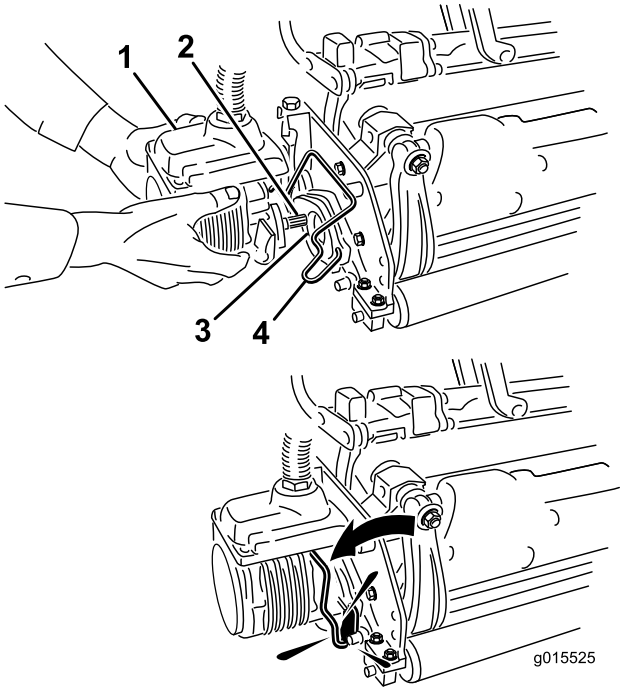

**Figur 14**
11. Stryk på rent fett på klippenhetsmotorns räfflade axel (Figur 14).
12. För in motorn på vänster sida av klippenheten (sett från förarsätet) och dra motorfäststaget på klippenheten mot motorn tills du hör ett klickljud från båda sidorna av motorn (Figur 14).